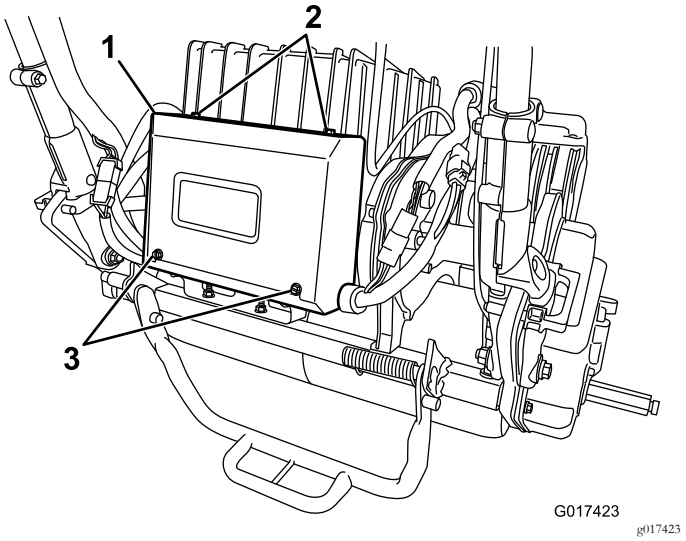

Rysunek 41
2. Odkręć 2 śruby z tyłu skrzynki elektrycznej i poluzuj 2 górne śruby, a następnie zdejmij pokrywę skrzynki (Rysunek 41).